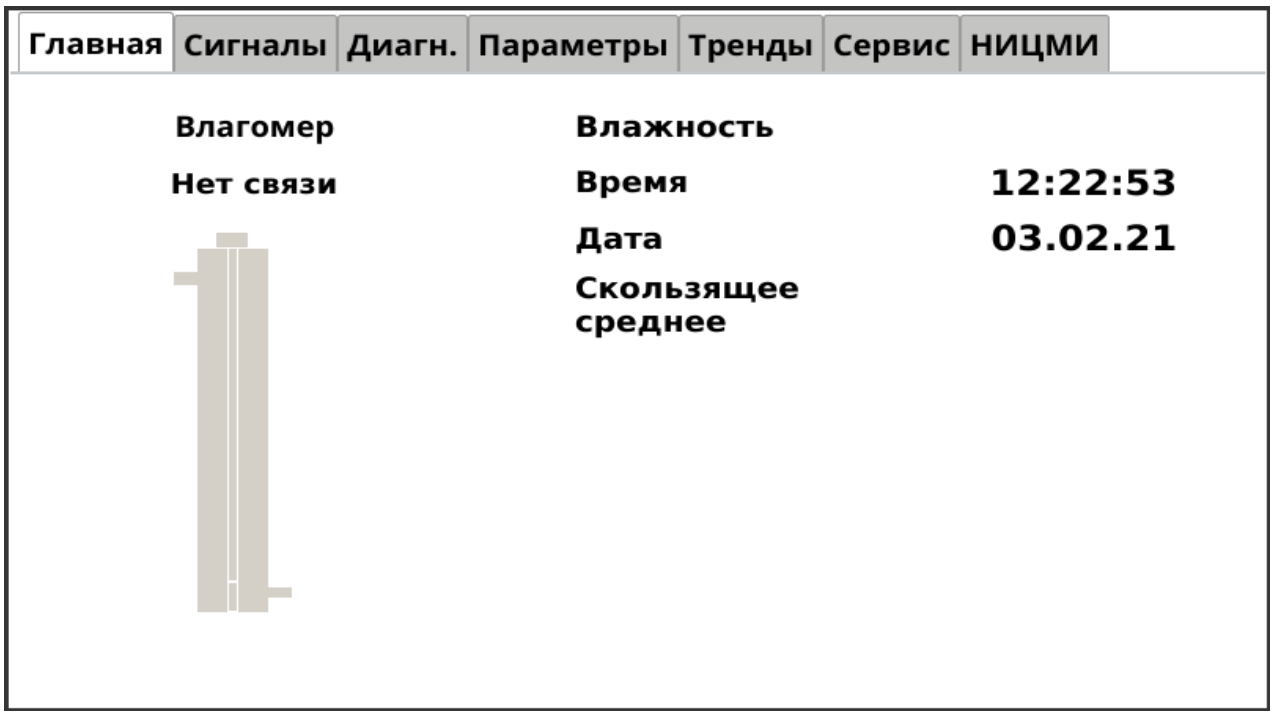

Рис. 1
2.1. Контроль связи контроллер УМФ700.26 – влагомер МПВ700. Выполняется из графического интерфейса после включения контроллера. В случае отсутствия связи с влагомером на главной форме отображается надпись «нет связи» как показано на рис.1.